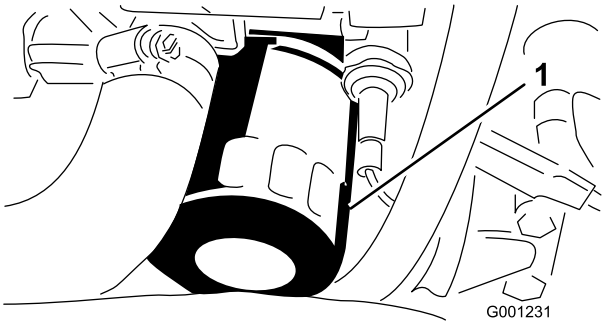

**Figuur 50**
6. Verwijder en vervang het oliefilter (Figuur 50).